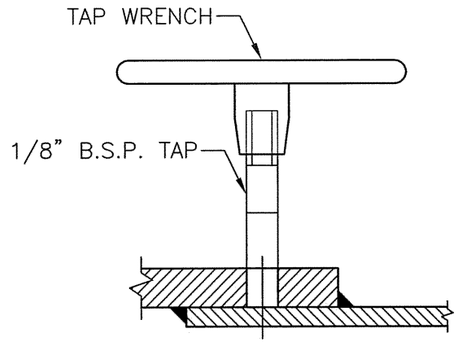

FIGURE 2
3. TEST HOLES SHALL BE THREADED 1/8" B.S.P. (SEE FIGURE 2). ENSURE TEST HOLE IS CLEAN AFTER THREADING.